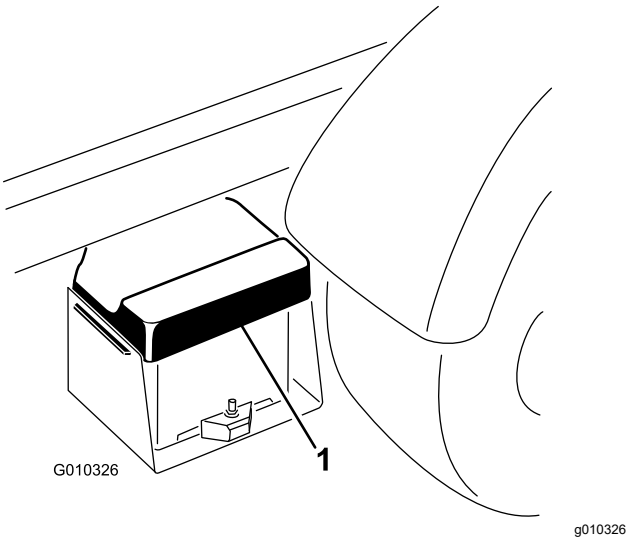

Figuur 42
1. Knijp het accudeksel samen om de lipjes uit de accubasis te nemen en verwijder het accudeksel van de accubasis (Figuur 42).